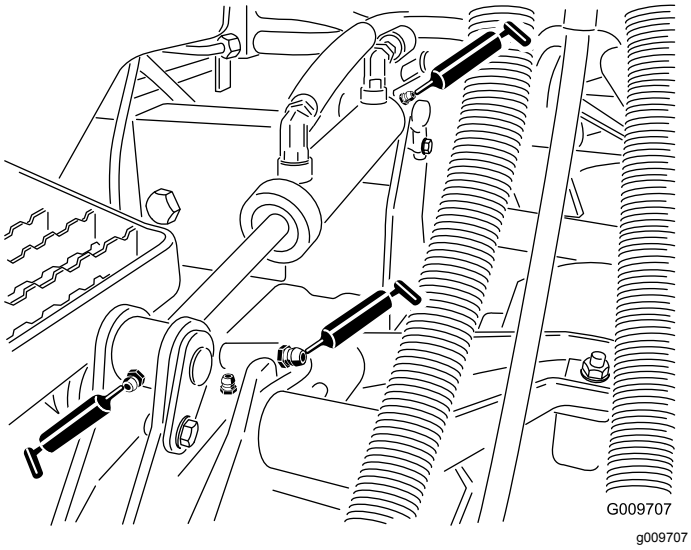

Figuur 78
- Lagerbussen van hefarm (1 per maai-eenheid); zie Figuur 78
- Lagerbussen van hefcilinder (2 per maai-eenheid); zie Figuur 78